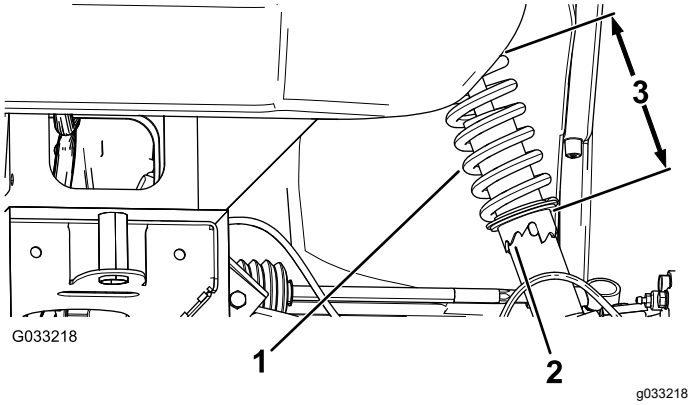

Figur 48
2. Hvis hjulets cambervinkling ikke er riktig, roteres kragen på støtdemperen med en skiftenøkkel til hjulet er justert (Figur 48).